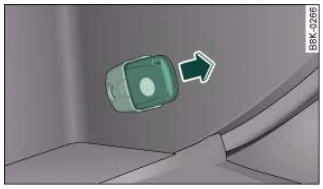

Fig. 33 Glove box: Adapter for spare key
– Open the glove box and take out the adapter for the spare key ⇒ fig. 33 -arrow-.